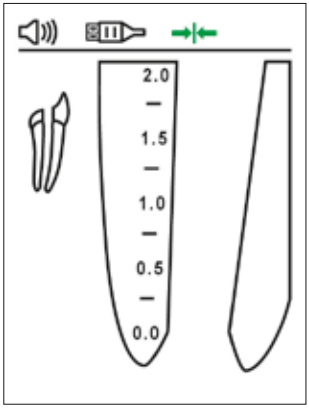

Bilde 4
- "Tilkoblet"-symbolet skal dukke opp på statuslinjen på skjermen, og viser at tilkoblingen er korrekt (bilde 4).